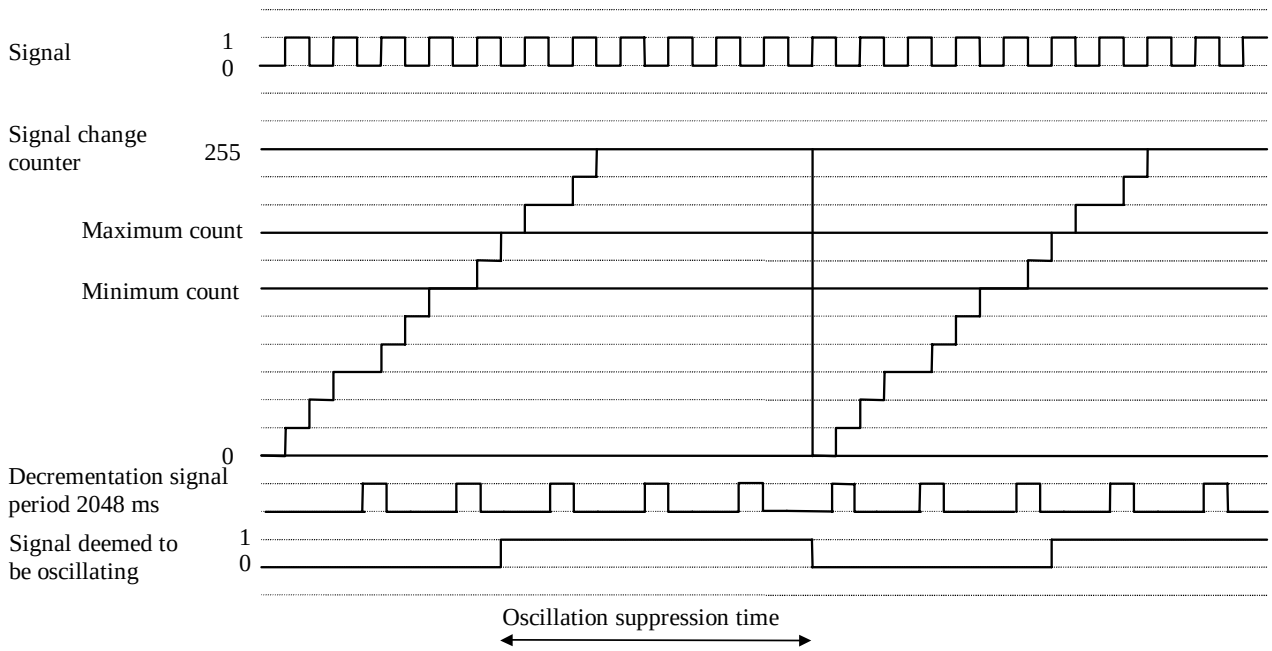

Figure 4: Example of a continuously oscillating signal for which a suppression time > 0 has been set
1. Every change of signal increments the signal’s counter (signal change counter) which has a range from 0 to 255. The incrementation and decrementation procedure is illustrated in Figure 4 and 5.
3. If the counter reaches its upper limit (maximum count), the signal is deemed to be oscillating and the attribute “Invalid” (IV) is set to logical “1”.
4. When the counter reaches its lower limit (minimum count) again, the attribute “Invalid” (IV) is reset to logical “0”.
6. If the signal oscillates for a given maximum time (maximum suppression time), the signal’s “Invalid” attribute (IV) is reset and the counter is reinitiated at 0 (Figure 4). The resetting of the counter at the limit time can itself be suppressed by setting the corresponding parameter to 0 which sets the maximum suppression time to infinity.